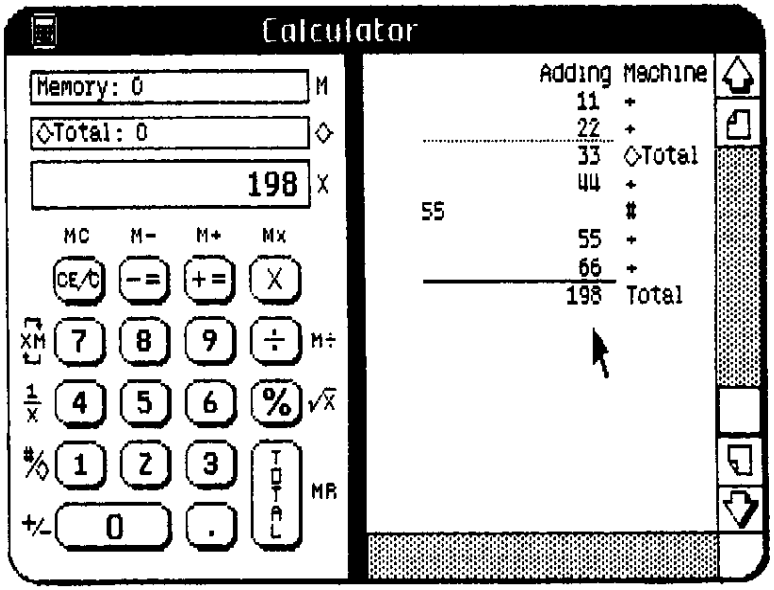

Figure 9. Adding Machine — Example 3
- Click Total; see Figure 9 now.
In Figure 9, the final result is displayed in the X register and shown on the tape. The solid underscore indicates that a total was taken; the value is labeled Total. The calculation register is cleared and the Calculator is ready to begin another problem.